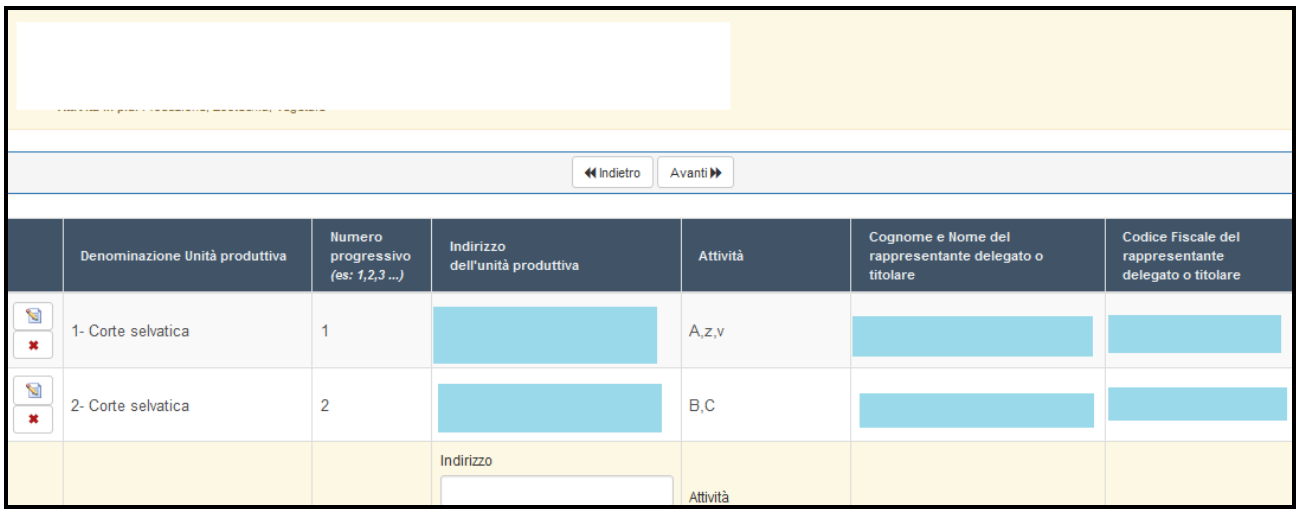

Fig. 34
- ✓ **Denominazione unità produttiva**: campo modificabile dal compilatore che deve riportare una descrizione (es. la ragione sociale dell'azienda) dell'unità produttiva dove l'operatore biologico effettua quell'attività. N.B.: qualora l'operatore biologico conduca più unità produttive è consigliabile indicare una descrizione univoca per ciascuna unità produttiva (es. apporre prima della descrizione il numero progressivo) in modo che sia facilitata la compilazione dei successivi quadri. Esempio "1-Corte selvatica" e "2-Corte selvatica" (v. fig. 34);